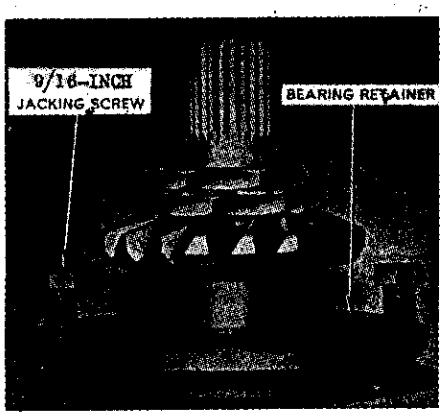

Fig. 315–Removing bevel pinion bearing retainer with jack screws.
Remove the cap screws and lock washers retaining bevel pinion bearing carrier (44—Fig. 314) to rear axle center housing, then remove the carrier and pinion assembly with jack screws as shown in Fig. 315. Straighten tabs on locking washer (49—Fig. 314) and remove nuts (50) and (48); then press shaft (41) and bearing (42) out of retainer (44) and associated parts.